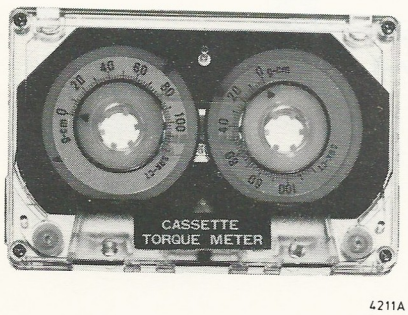

Fig. 9
3. Friction clutch 102 (Figs 9, 10)
4. Supplying reel drag (Fig. 9)